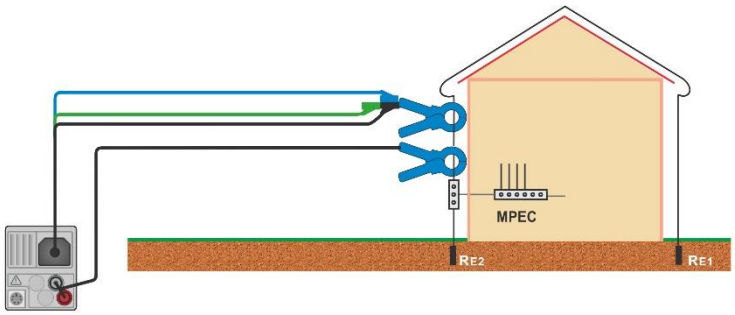

Figure 4.63: Contactless earthing resistance measurement
- Clamp on object under test, see ***Figure 4.63***.